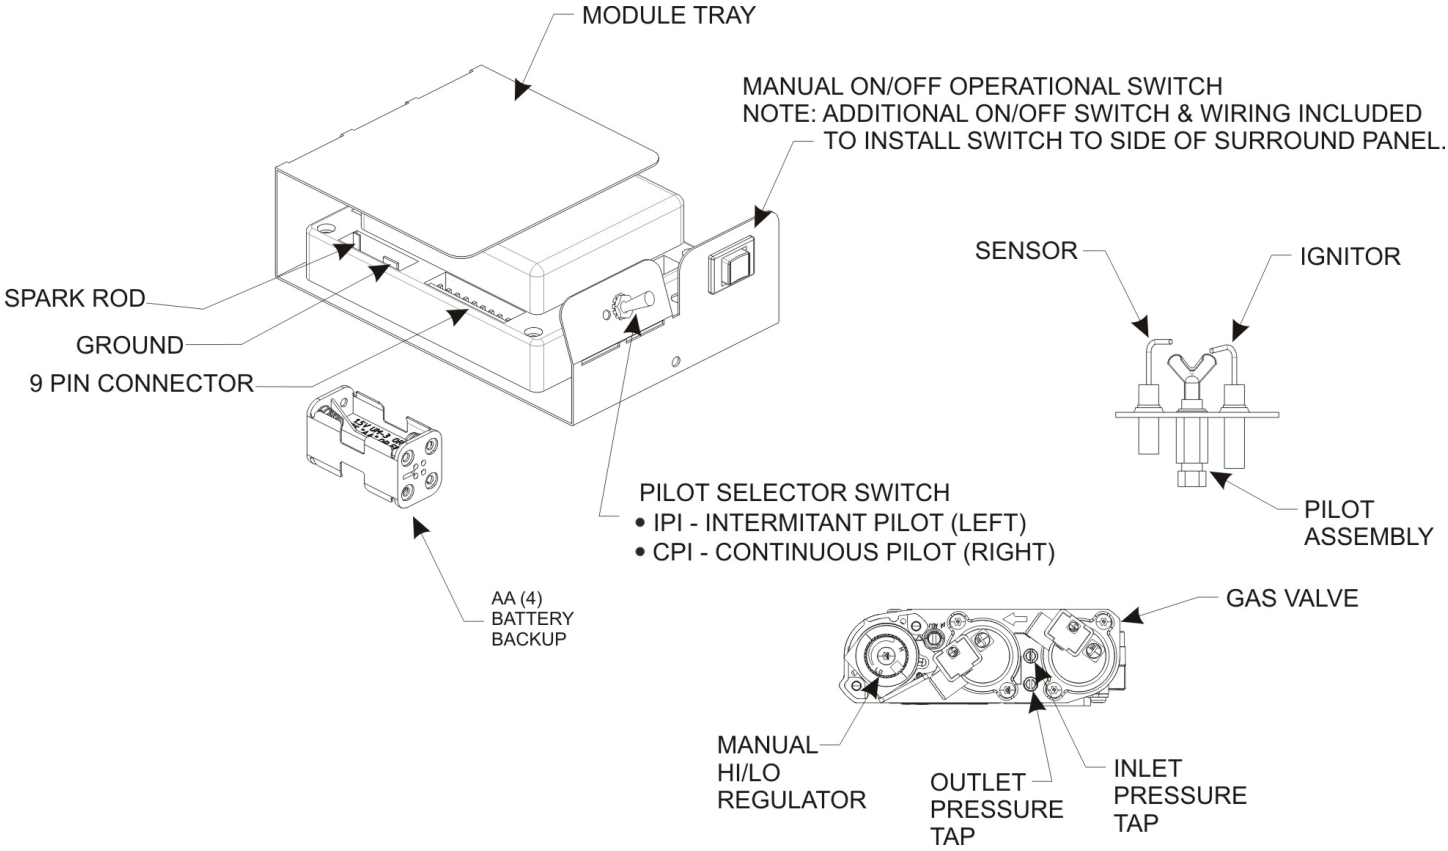

**Figure 23**
Note: A small pilot selector switch is located on the module tray that is used to switch from IPI (left position) to the CPI (right position). See Figure 23.
3. The gas valve has inlet and outlet pressure taps as shown in Figure 23. Refer to page 9 for gas pressure requirements.
**Note:** The gas control has a manual HI/LO flame adjustment knob (regulator) that allows you to increase or decrease the height of the burner flame. See Figure 23. Rotate the HI/LO knob counterclockwise to “HI” to increase the flame height, and clockwise to “LO” to decrease the flame height.